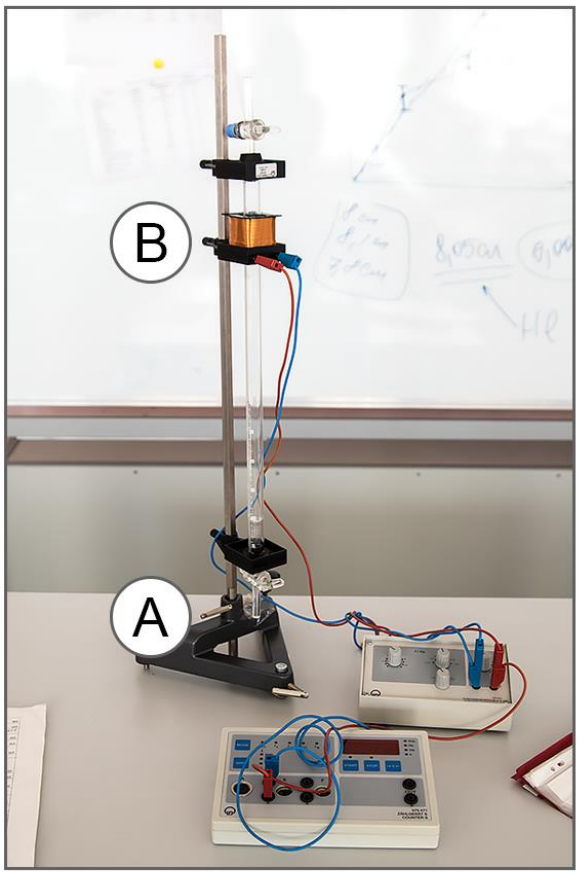
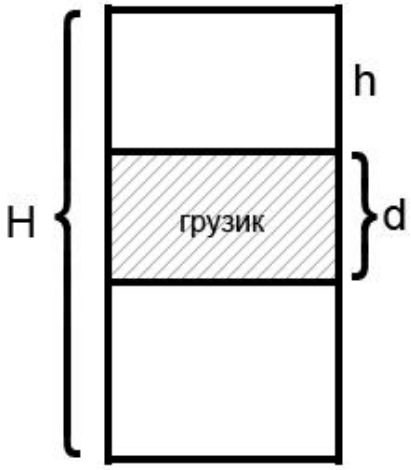

Рис. 1. Общий вид установки
Рис.3 Пояснение к формуле для вычисления γ
- ✓ Установка для изучения механического резонанса газов (рис. 1).
Прибор для механического резонанса газов (см. рис. 1) представляет собой стеклянную трубку на V-образном штативе, проградуированную в единицах объема, с площадью поперечного сечения *S*. Цилиндрический грузик с массой *m*, разделяет трубку на две части с объемом V_1 и V_2 (см. рис. 3).
4. Ослабьте **крепежный винт А** (см. рис. 1) на V-образном штативе и осторожно выньте из него металлический стержень, на котором закреплена стеклянная трубка.
6. Ослабив **крепежный винт В** (см. рис. 1), сдвиньте электромагнит к грузику. Затяните **крепежный винт В**.
8. Установите металлический стержень с трубкой на V-образный штатив так, чтобы электромагнит с грузиком находились в верхнем положении. Затяните **крепежный винт А** (см. рис. 1).
10. Запишите показания частоты f и расстояние от верха трубки до грузика h (см рис. 3), когда он находится в положении равновесия при колебаниях.
12. По мере движения груза вниз перемещайте за ним электромагнит, ослабив **крепежный винт В** (см. рис. 1), и определяйте новое значение резонансной частоты. Полученные значения f и h занесите в таблицу.
13. Постройте зависимость f^2 от выражения $\left(\frac{1}{h\cdot(H-d-h)}\right)$, где h это расстояние от верхнего конца трубки до верхней поверхности грузика, H высота всей стеклянной трубки, d длина грузика (см. рис. 3).